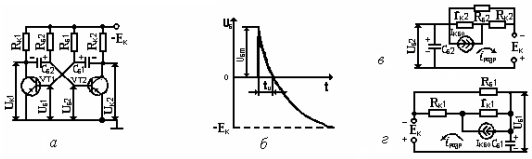

Рис. 1.7
7. По каким цепям происходит перезаряд конденсаторов $C_{б1,2}$ (рис.1.7а)?
Дать анализ временной характеристики и эквивалентных схем (рис.1.7б,в,г).